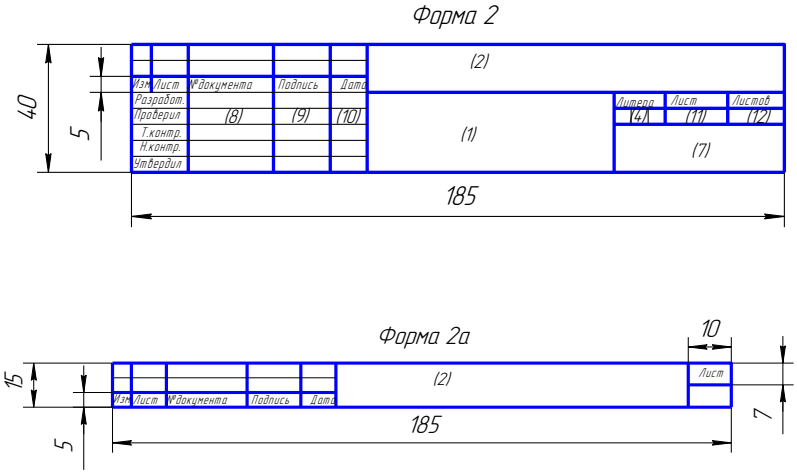

Рисунок 2.3 – Формы 2 и 2а для текстовых документов
- на текстовых документах – форма 2 и 2а (рисунок 2.3).